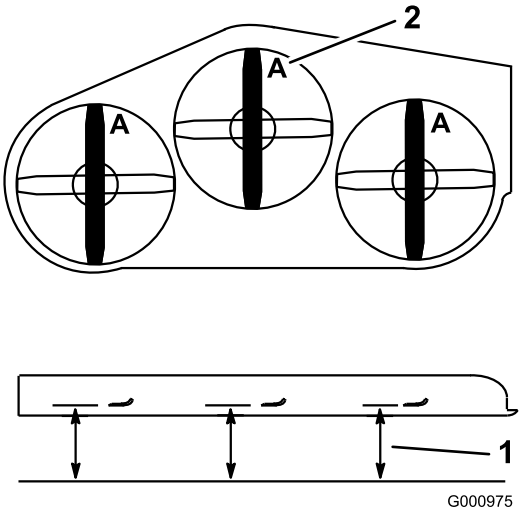

Figura 62
3. Gire las cuchillas hasta que los extremos estén orientados hacia adelante y hacia atrás. Mida desde una superficie nivelada hasta el filo de corte, posición **A**, de las cuchillas (Figura 62).